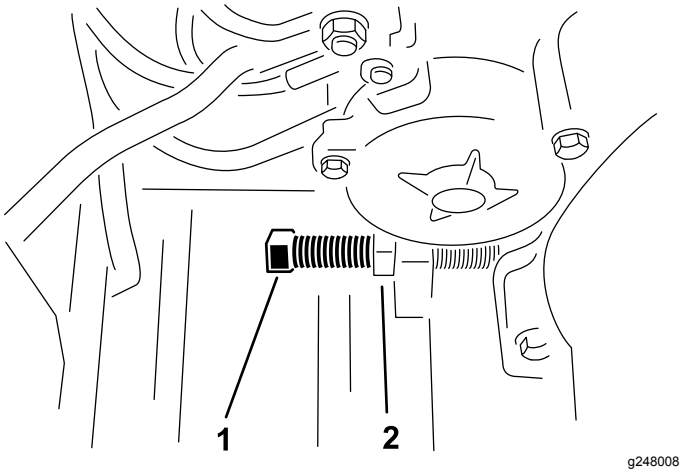

Figuur 22
3. Draai de contramoer los en draai aan de afstelbout van de riem tot u de gewenste riemspanning verkrijgt (Figuur 22).
5. Stel de motor parallel met het frame af. Draai de bevestigingsbouten van de motor vaster (Figuur 22).